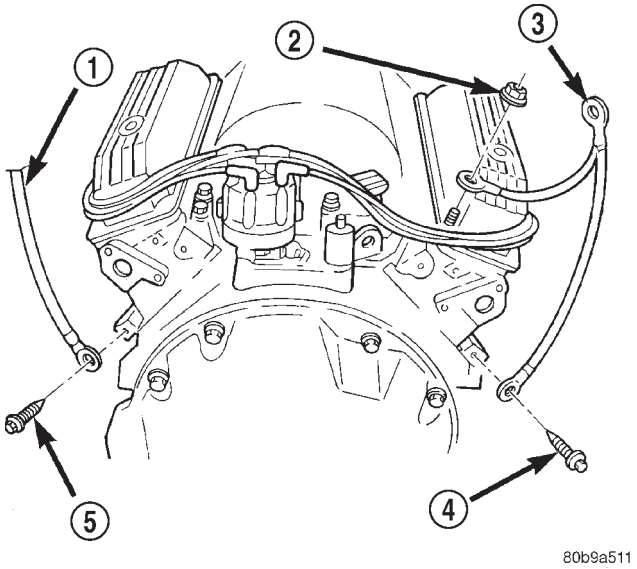
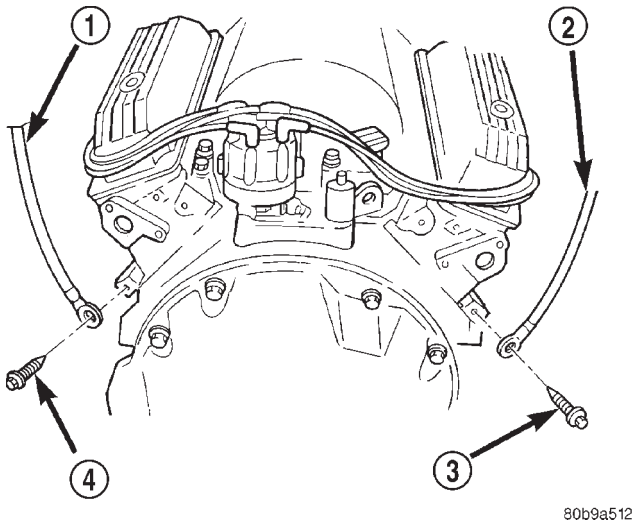

Fig. 11 Engine-To-Body Ground Strap Remove/ Install - V6 & V8 Engine
Fig. 12 Engine-To-Body Ground Strap Remove/ Install - V10 Engine
(2) Remove the screw that secures the engine-to-body ground strap eyelet to the back of the engine cylinder head (Fig. 11) or (Fig. 12).